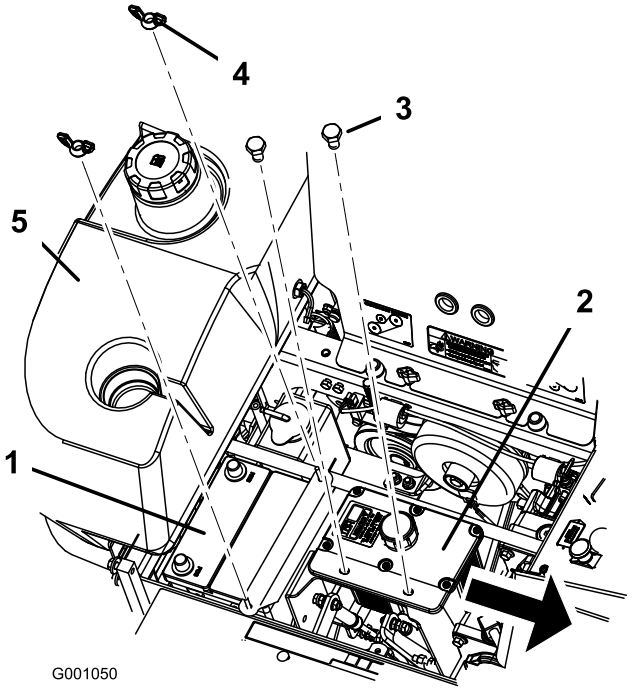

Figur 44
6. Ta bort de båda vingmuttrarna (1/4 tum) som håller fast batteriklämman (Figur 44).
7. Ta bort de två bultarna som håller fast hydraultanken i rätt läge (Figur 44).
1. Sätt i batteriet i lådan med anslutningspolerna mot hydraultanken (Figur 44).
6. Säkra batteriet med J-skruvar, en klämma, två brickor (1/4 tum) och två vingmuttrar (1/4 tum) (Figur 44).